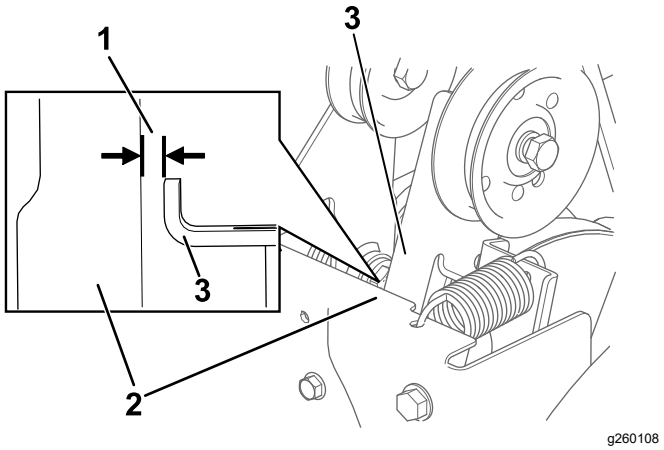

Figur 35
3. Koppla ur matarskruvs-/impellerreglaget och se till att mellanrummet mellan matarskruvskopplingens arm och maskinens ram är 1,5 mm, enligt Figur 35.